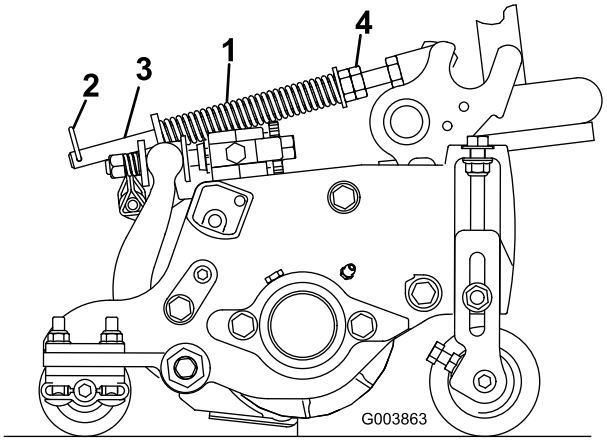

Figur 13
Dekkekompensasjonsfjæren (Figur 13), som forbinder bærerammen til klippeenheten, styrer mengde tilgjengelig rotasjon foran og bak.
1. Stram til låsemutteren bak på fjærstangen til mellomrommet (C) mellom den bakre delen av fjærbraketten og den fremre delen av skiven er 3,2 cm (Figur 13).
2. Stram til sekskantmutteren foran på fjærstangen inntil den komprimerte lengden (A) på fjæren er 32,8 cm (Figur 13).